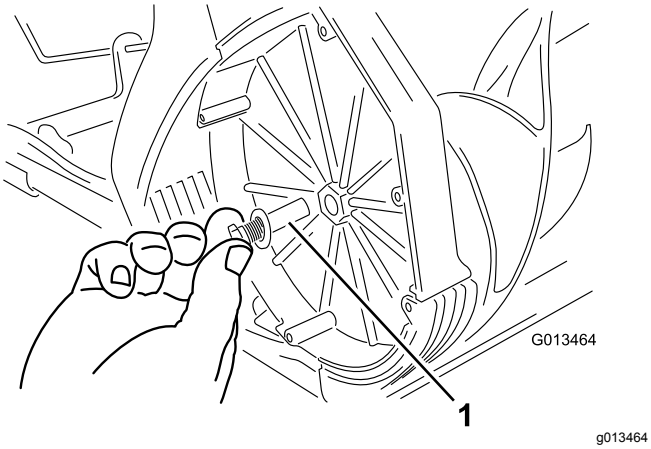

**Figure 16**
2. Retirez l'axe du rotor (Figure 16).